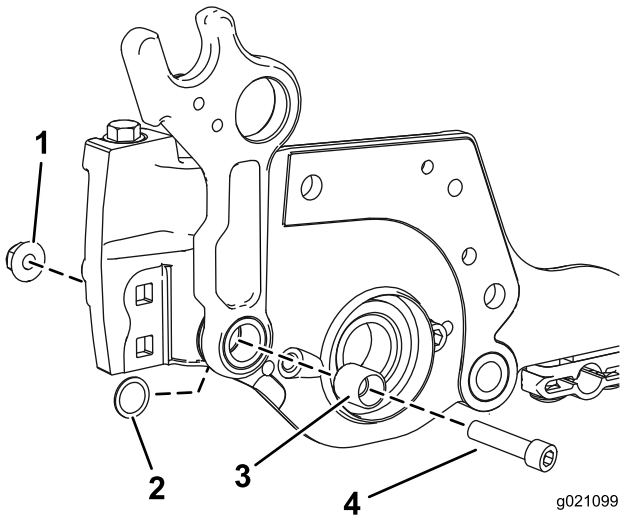

Figur 5
5. Monter en bolt (3/8–16 x 1 1/4 tomme) og et nytt avstandsstykke, og fest dem ved hjelp av mutteren som fulgte med i settet (Figur 5).
Merk: Sørg for at den flate skiven sitter mellom rammen og sideplaten samt rundt avstandsstykket, som vist i Figur 5.